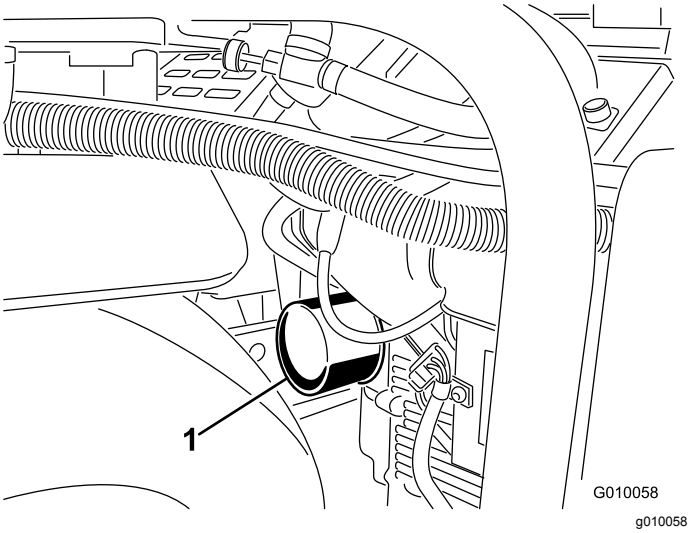
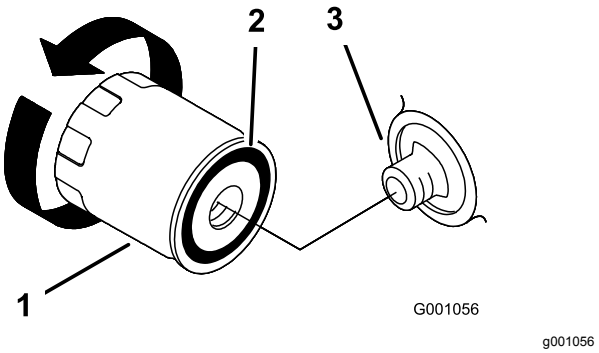

Figuur 46
Figuur 47
5. Plaats een ondiepe opvangbak of een doek onder het filter om olie op te vangen (Figuur 46).
6. Verwijder het oude filter (Figuur 46 en Figuur 47) en veeg het oppervlak van de pakking van het filtertussenstuk schoon.